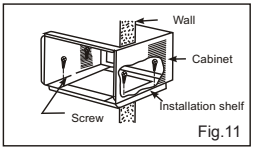

Fig.11
4) Install the drain tube connection into the hole provided at the rear of the air conditioner chassis.(Fig.11)